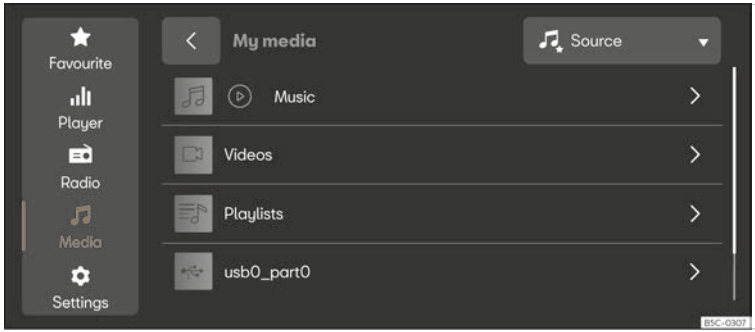

Fig. 186 Schematic representation: Media view
- Press **MENU** > ⊙ > ♫ >>> Fig. 186.